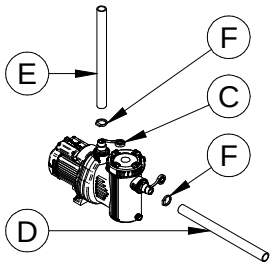

Fig. 168
3. Bringen Sie einige Wicklungen Teflonband an den Schlauchhalterungen (Fig. 168, # C; *Hydraulikkomponenten*) an, um die Dichtigkeit des Schlauchs (*Hydraulikkomponente*) an der Schlauchhalterung zu garantieren.
4. Schließen Sie den Schlauch (*Hydraulikkomponente*) der *Ansaugung* an die Schlauchhalterung IN (Fig. 168, # D) und den Schlauch des *Auslasses* an die Schlauchhalterung OUT an (Fig. 168, # E). Sichern Sie die Schläuche (*Hydraulikkomponenten*) mit Manschetten (Fig. 168, # E).